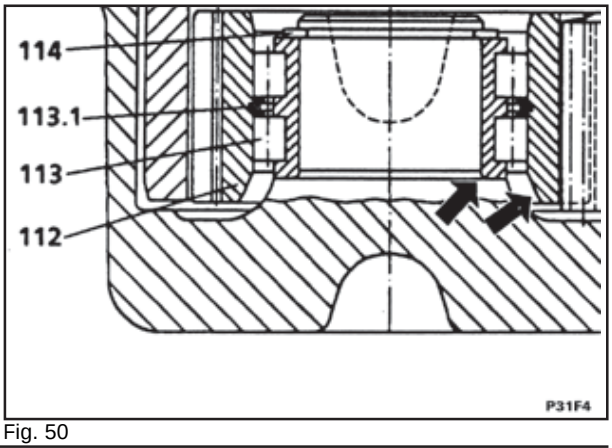
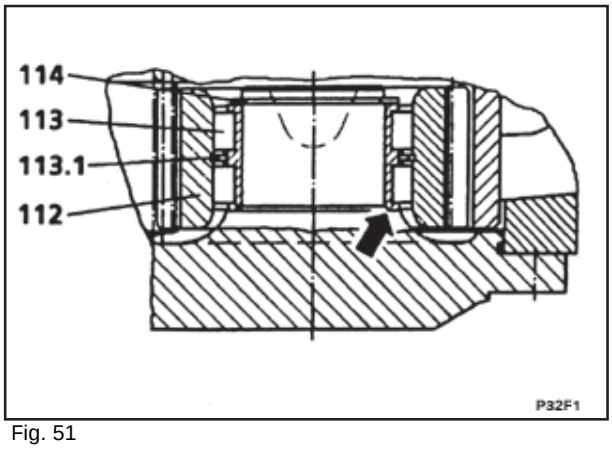

Fig. 50
Fig. 51
Colocar a engrenagem planetária (112) com o chanfro grande (fig. 50) para baixo. Ambos chanfros são iguais (fig. 51), dependendo do modelo.
Posicionar o rolamento de rolos (113), com o raio do anel interno para baixo, sobre a engrenagem planetária e centrar. Pressionar firmemente a luva de PVC e empurrar o rolamento de rolos para dentro da engrenagem planetária até que o anel de segurança (113.1, fig. 50 + 51) trave no meio do rolamento dentro da ranhura da engrenagem planetária.